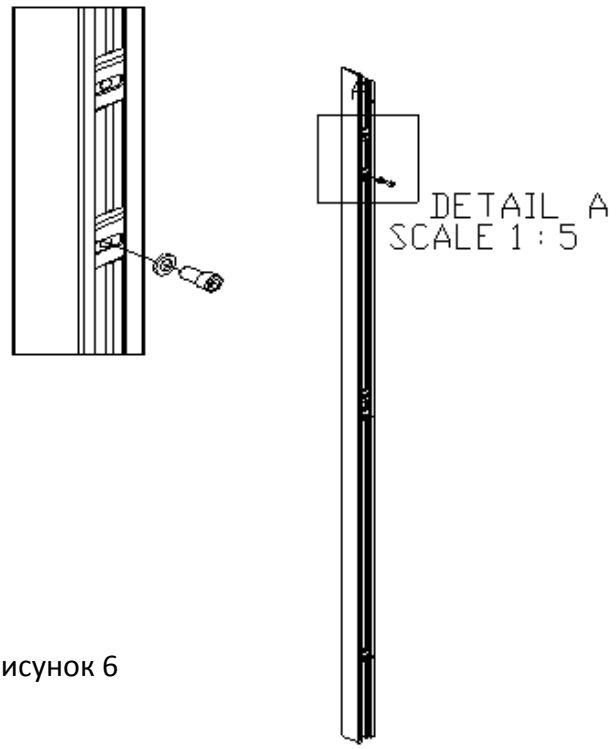

Рисунок 6
- Ослабьте болты, которыми были закреплены потайные гайки в передней опоре охлаждающего устройства - см. рис. 6. Удалите потайные гайки только со стороны, где устройство должно быть подключено к распределительным щитам. Воспользуйтесь шестигранным ключом размера 3.